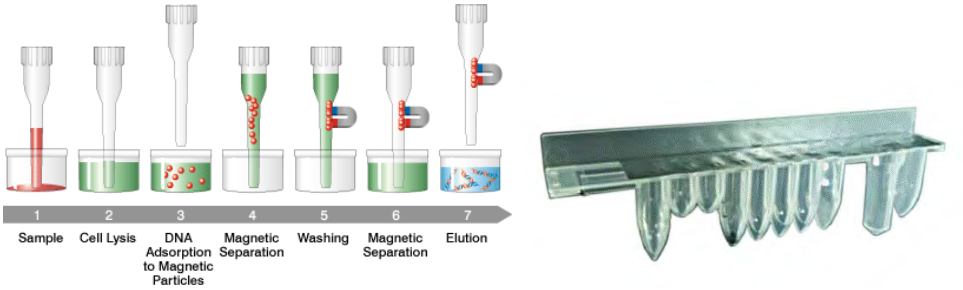

Figure 1.3: Nucleic acid extraction principle and ELITe InGenius SP 200 extraction cassette
- The reagent set has been optimized for the isolation of nucleic acids from 200 µL samples(Figure 1.3: ELITe InGenius – SP200 Extraction cassette and extraction principle).